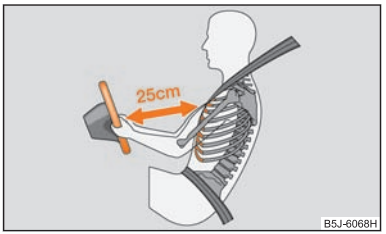

Fig. 116 Distancia de seguridad con respecto al volante
- **Es importante que el conductor y el acompañante mantengan una distancia mínima de 25 cm con respecto al volante o al tablero de instrumentos ⇒ página 129, fig. 116. Si no respeta la distancia mínima, el sistema de airbag no podrá protegerle – ¡Peligro de muerte! Además, los asientos delanteros y los reposacabezas siempre deben estar correctamente ajustados a la estatura del ocupante.**